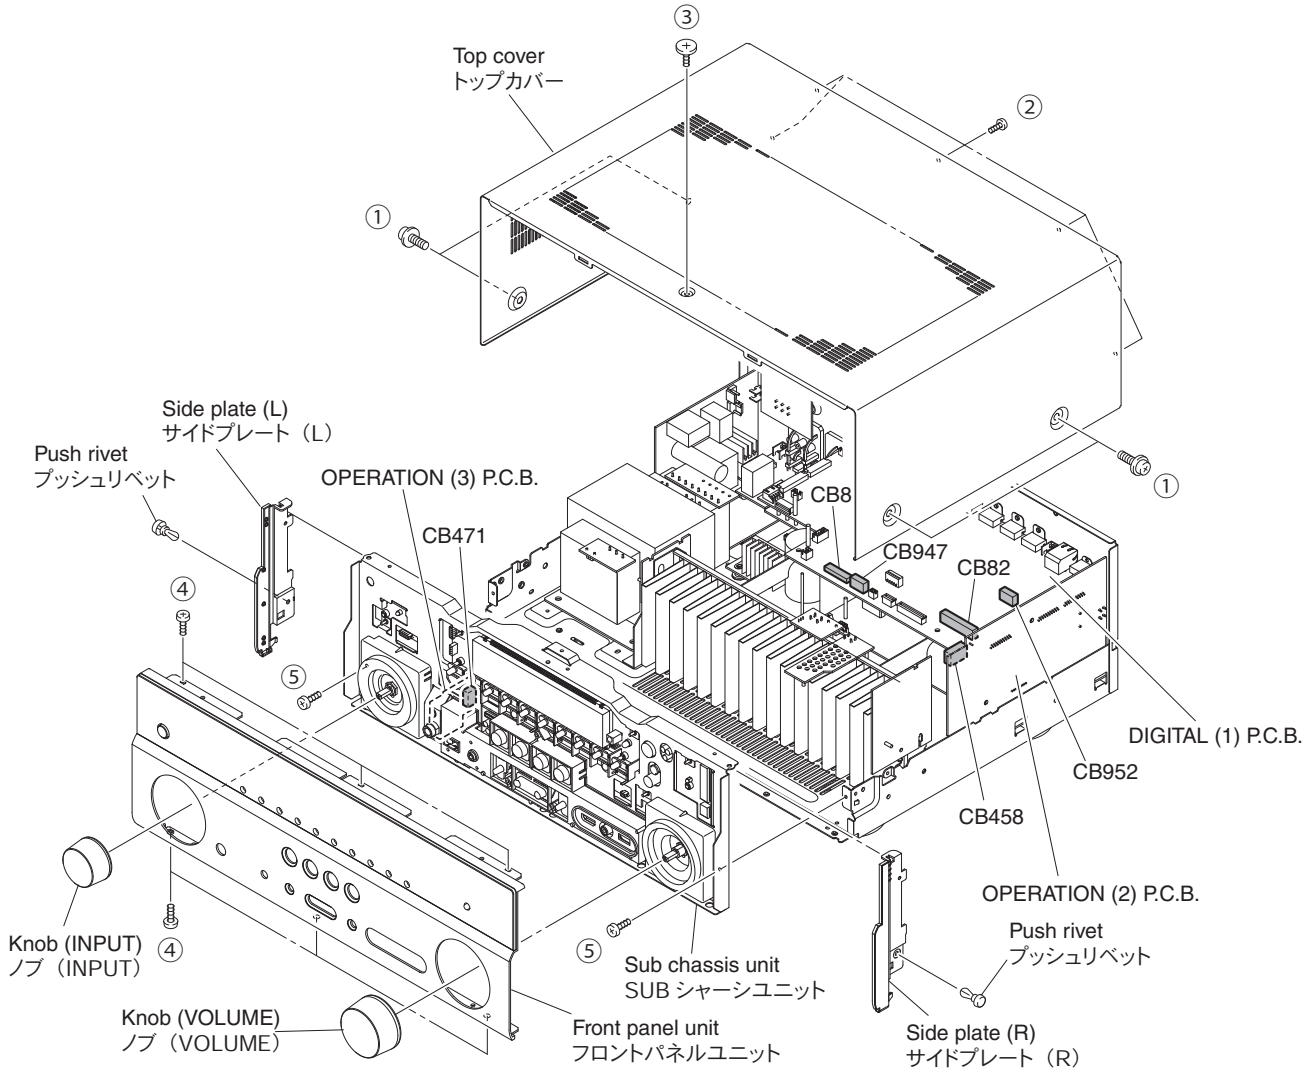

Fig. 1
a. Remove 4 screws (①), 5 screws (②) and screw (③). (Fig. 1)
b. Lift the rear of the top cover to remove it. (Fig. 1)
a. ① のネジ 4 本、② のネジ 5 本、③ のネジ 1 本を外します。(Fig. 1)
b. トップカバーの後部を持ち上げ、外します。(Fig. 1)
a. Remove knob (INPUT) and knob (VOLUME). (Fig. 1)
b. Remove 6 screws (④) and then remove the front panel unit. (Fig. 1)
c. Remove 2 push rivets and then remove the side plate (L) and side plate (R). (Fig. 1)
d. Remove CB8, CB82, CB458, CB471, CB947 and CB952. (Fig. 1)
e. Remove 2 screws (⑤) and then remove the sub-chassis unit. (Fig. 1)
a. ノブ（INPUT）とノブ（VOLUME）を外します。(Fig. 1)
b. ④ のネジ 6 本を外し、フロントパネルユニットを前方に外します。(Fig. 1)
c. プッシュリベット 2 個を外し、サイドプレート（L）、サイドプレート（R）を外します。(Fig. 1)
d. CB8、CB82、CB458、CB471、CB947、CB952 を外します。(Fig. 1)
e. ⑤ のネジ 2 本を外し、サブシャーシユニットを外します。(Fig. 1)